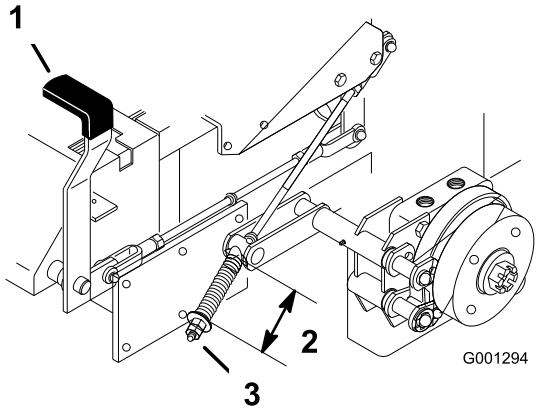

Figur 62
2. Mål fjederens længde. Der skal være 64 mm mellem skiverne (Figur 62).
3. Hvis justering er nødvendig, skal parkeringsbremsen deaktiveret, kontramøtrikken under fjederen løsnes, og møtrikken lige under fjederen spændes (Figur 62). Drej møtrikken, indtil det rigtige mål er nået. Drej møtrikken med uret for at afkorte fjederlængden, og drej mod uret for at øge fjederlængden.